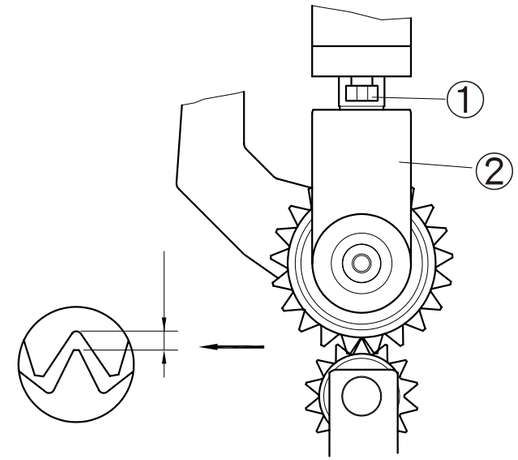

Fig. 22
Cuando el rodillo superior se mueve hacia el punto mas bajo, el espacio entre los dientes del rodillo superior e inferior es de 0.05 mm, como también estos rodillo s deben estar paralelos. (Fig. 22)
1. Ajustar ambos rodillos para que sean paralelos. Afloje el tornillo 1, y ajuste ambos rodillos para que sean paralelos entre si, Después ajuste un poco el tornillo 1, y mueva la base 2 de arriba abajo para hacer que el movimiento arriba/debajo se mas suave. Finalmente, ajuste el tornillo 1. (Fig. 22)